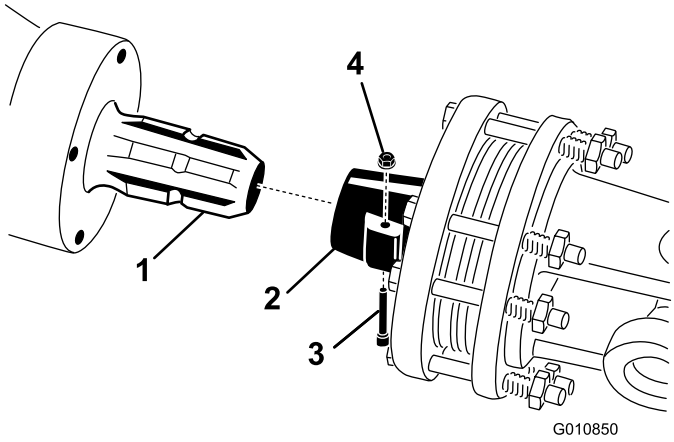

Figur 17
1. Fjern tappen og mutteren fra kraftuttaksakselen (Figur 17).
2. Koble clutchenden på kraftuttaksakselen til den inngående akselen på luftemaskinens girkasse, ved hjelp av tappen og mutteren som du fjernet tidligere (Figur 17). Det er kun én måte å sette inn stiften på.